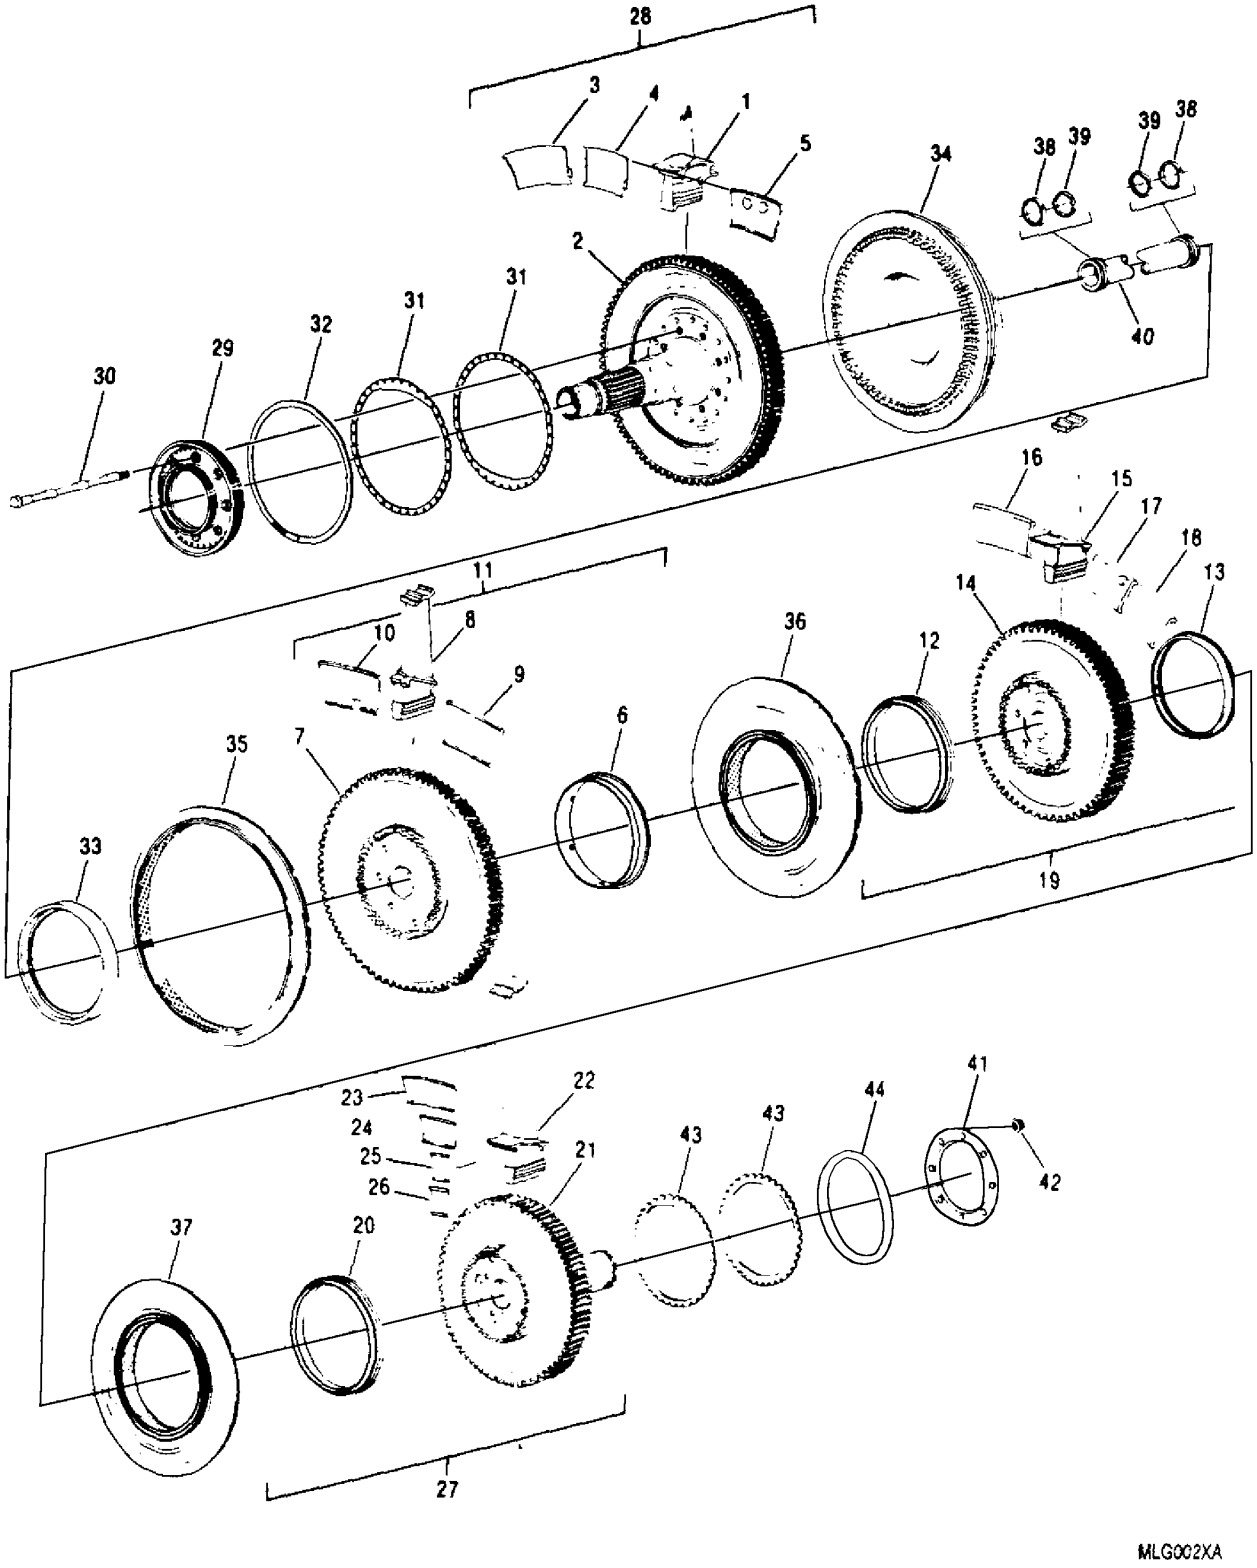

Figure 2. Turbine Rotor Assembly Parts
a. Place second− to third−stage forward labyrinth seal assembly (6, figure 2) in oven at 300°F (149°C) for 15−20 minutes.
b. Place second−stage wheel (7) on to 23034283 support forward side down.